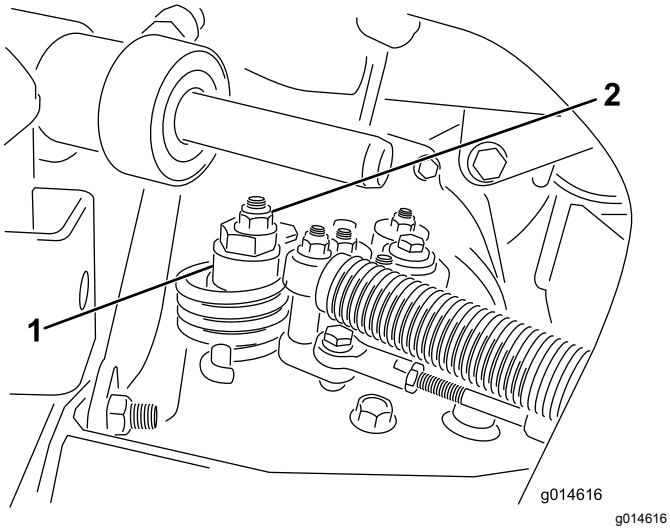

Figur 33
A. Lossa muttern som fäster excenterbulten på hydrostatens ovandel (Figur 33).
C. Vrid excenterbulten tills maskinen inte kryper i någon riktning. När hjulet slutar rotera drar du åt muttern som låser excenterbulten och justeringen (Figur 33). Kontrollera justeringen med gasreglaget i det LÅNGSAMMA och det SNABBA läget.